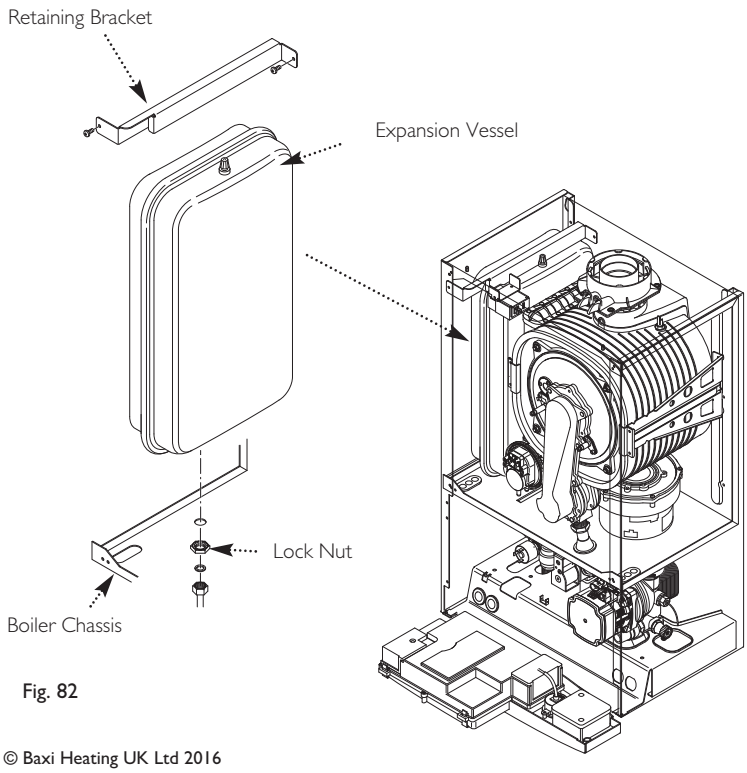

Fig. 82
13.26 Expansion Vessel (Fig. 82)